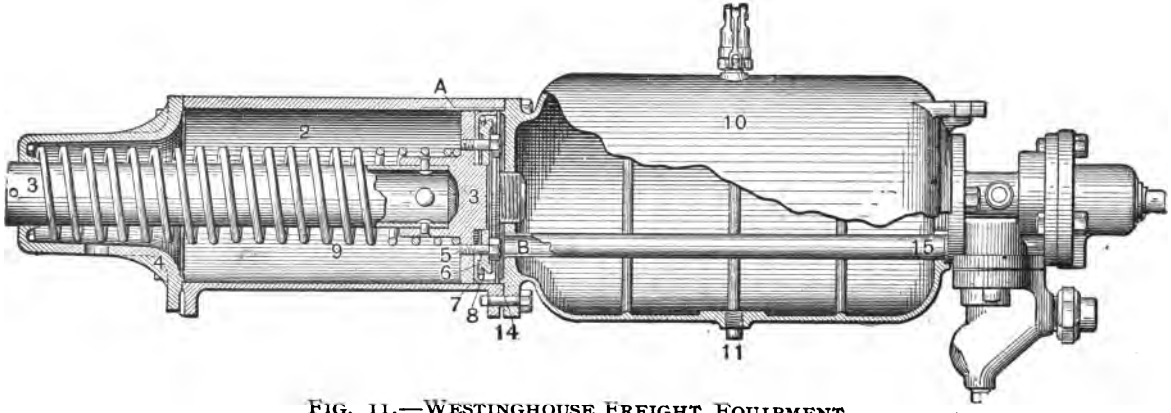

FIG. 11.—WESTINGHOUSE FREIGHT EQUIPMENT.
A. 3 (Fig. 11) is the piston sleeve and head, 9 the release spring, 4 the front cylinder head, 2 the cylinder body, *A* the leakage groove, 7 the packing leather, 8 the expander ring, 6 the follower plate which holds the packing leather 7 to its place, *B* the pipe connecting the triple valve and brake cylinder, and 15 the gasket which makes a tight joint between the auxiliary, triple, and pipe *B* leading to the brake cylinder.
*Q. Explain the use of the release spring 9 (Fig. 11).*
*Q. What enters the sleeve 3 (Fig. 11)?*
*Q. Of what use is the leakage groove A (Fig. 11)?*
*Q. Of what use is the auxiliary 10 (Fig. 11)?*
*Q. Fig. 11 shows a standard equipment for freight cars; are they ever furnished in any other form?*
A. Yes; the space limitation on some cars forbids the use of the combined equipment illustrated in Fig. 11. In such cases, what is known as the detached equipment is used, and the brake cylinder and auxiliary reservoir are connected by a suitable pipe.